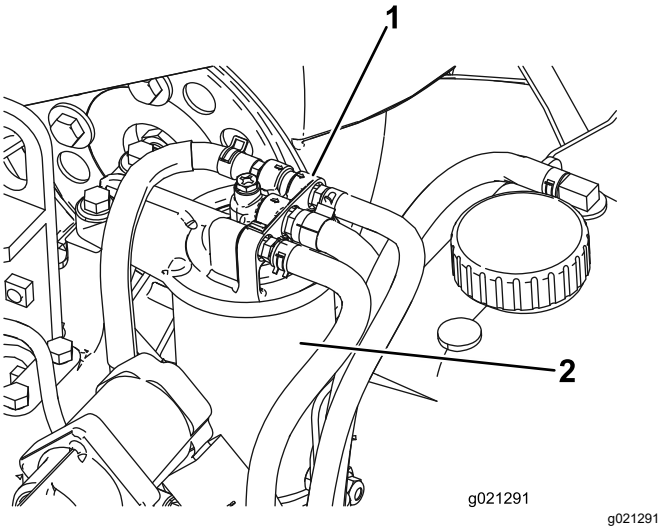

**Figur 93**
2. Rengjør området rundt motordrivstoff-filteret (Figur 93).
3. Fjern filteret og rengjør hodemonteringsoverflaten (Figur 93).